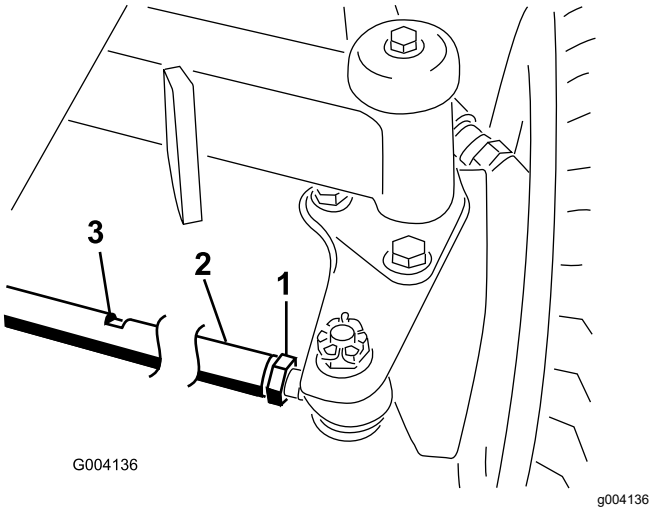

Figuur 108
1. Draai de contramoeren aan de uiteinden van de trommel van de tractiestang los (Figuur 108).